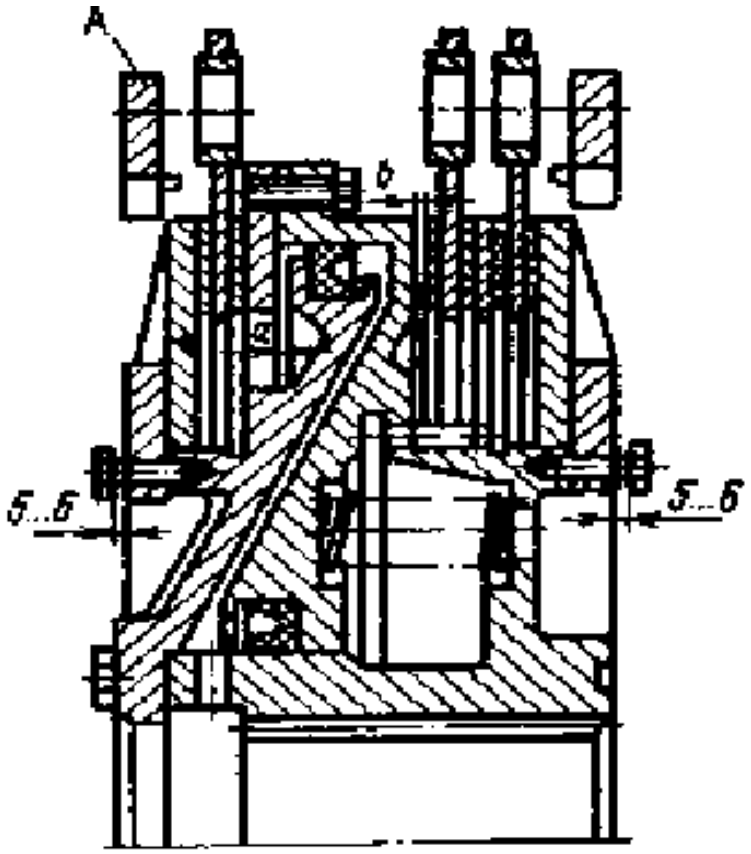

Рис. 7 Регулировка хода цилиндра
1. Произведите замер величины зазора «а» (рис. 7) между нажимным диском тормоза и поршнем через боковое отверстие цилиндра. Этот размер в отрегулированных муфтах-тормозах должен быть $4^{-0,75}$мм.
3. Отогните концы стопорной планки 6 (см. рис. 1) на опорном диске 4 тормоза, отпустите болты на 5...6 мм и снимите планку А (см. рис. 7).